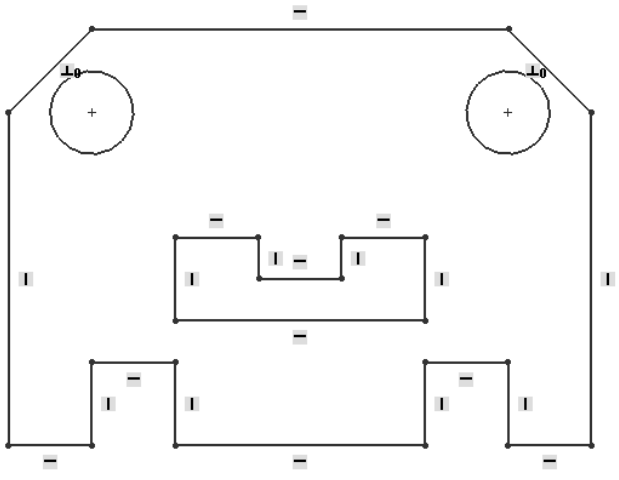

Figure 2-72 *Final sketch for Tutorial 4*
13. Choose the **Zoom to Fit** button from the **View (Heads-Up)** toolbar to fit the display of the sketch into the screen. The final sketch for Tutorial 4 is shown in Figure 2-72.